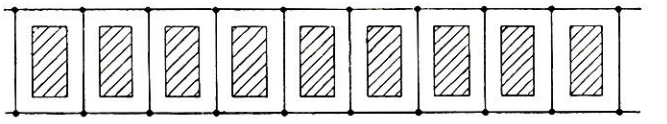

Bild 2 Schema der Kurzschlußwicklung. Der Ankerumfang ist in die Zeichenebene gerollt zu denken.
Ein wesentlicher Vorteil des Kurzschlußläufermotors ist sein einfacher Aufbau. Der Rotor besteht aus einem aus Dynamoblechen aufgeschichteten Zylinder. In dessen Umfang befinden sich eingebettete Kupferstäbe, deren Enden beiderseits durch Kupferringe verbunden sind. Eine Isolation der Stäbe und Ringe gegen das Eisen des Rotors erübrigt sich, weil in der Kurzschlußwicklung nur eine sehr niedrige Spannung auftritt. Anstelle der Kupferstäbe und Kupferringe kann man auch die Wicklung dadurch bilden, daß man den Eisenkern mit Zink- oder Aluminium-Druckguß umspritzt. Ein solcher Rotor wird im Bild 1 gezeigt. Denkt man sich den Rotorumfang auf eine gerade Ebene abgewickelt, so zeigt die Wicklung das im Bild 2 dargestellte Schema. Den Statorpolen stehen dabei immer nur aus einer Windung gebildete Spulen gegenüber. Folglich kann nur eine kleine Spannung induziert werden, und der dadurch bedingte Magnetisierungsstrom bleibt klein.
Könnte man in der Rotorwicklung eine höhere Spannung induzieren, so ließe sich damit eine stärkere Magnetisierung erreichen und damit das Anlaufdrehmoment verbessern. Das ist möglich, indem man in die Rotornuten eine Wicklung einbringt, die jeweils mehrere Windungen umfaßt. Man hat das auch schon mit Erfolg gemacht und kommt damit zu einem Schema, wie es im Bild 3 gezeigt wird. Äußerlich gleicht ein solcher Rotor dem Trommelanker eines Schleifringmotors, nur daß die Wicklungsenden miteinander kurzgeschlossen sind. Die Nutenzahl des Rotors soll nicht mit der des Stators übereinstimmen, um den Anlauf zu ermöglichen (5). Der Aufwand zur Fertigung eines solchen Rotors ist allerdings wesentlich größer als bei dem Kurzschlußläufer nach dem im Bild 2 gezeigten Schema, denn er läßt sich nicht in so einfacher Weise durch Umspritzen herstellen.